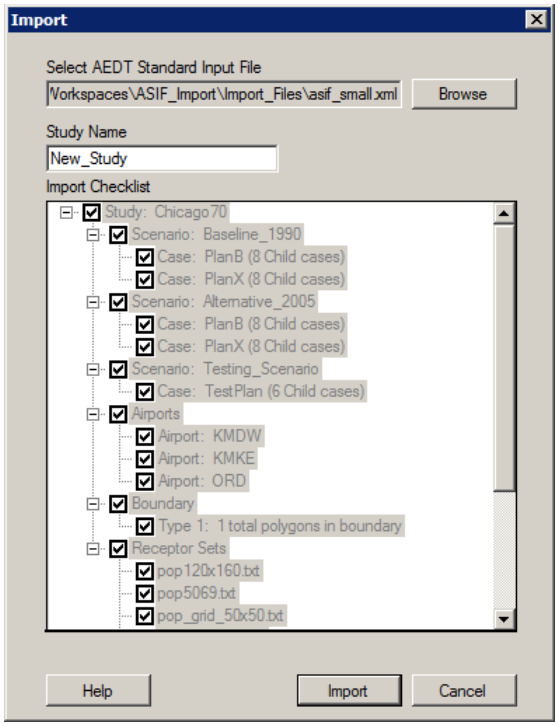

Figure 3-4 Import Dialog Box
1. Upon startup, select *Import Study* in the *Load Study* dialog box and click the *OK* button to open the *Import* dialog box (Figure 3-4). If the *Load Study* dialog is not open, select *File*, *Open Study* from the menu bar.